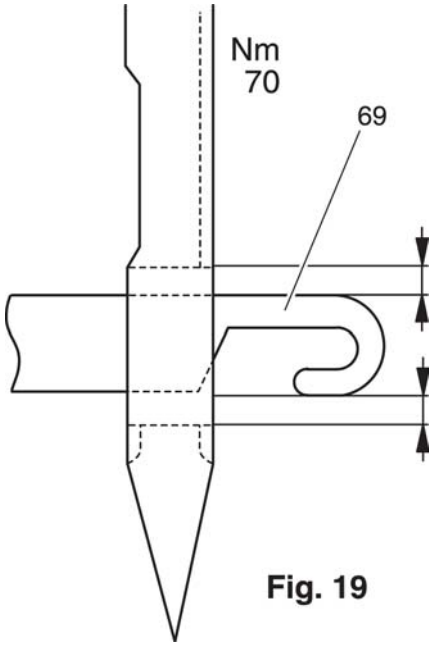

Fig. 19
With the threader lever pushed fully down, prong 69 must pass through in the center between the top and bottom edge of the needle eye of a size 70 needle (fig. 19).
- Push threader bracket 72 upward or downward until prong 69 has the same distance from the top and bottom edge of the needle eye (fig. 19).